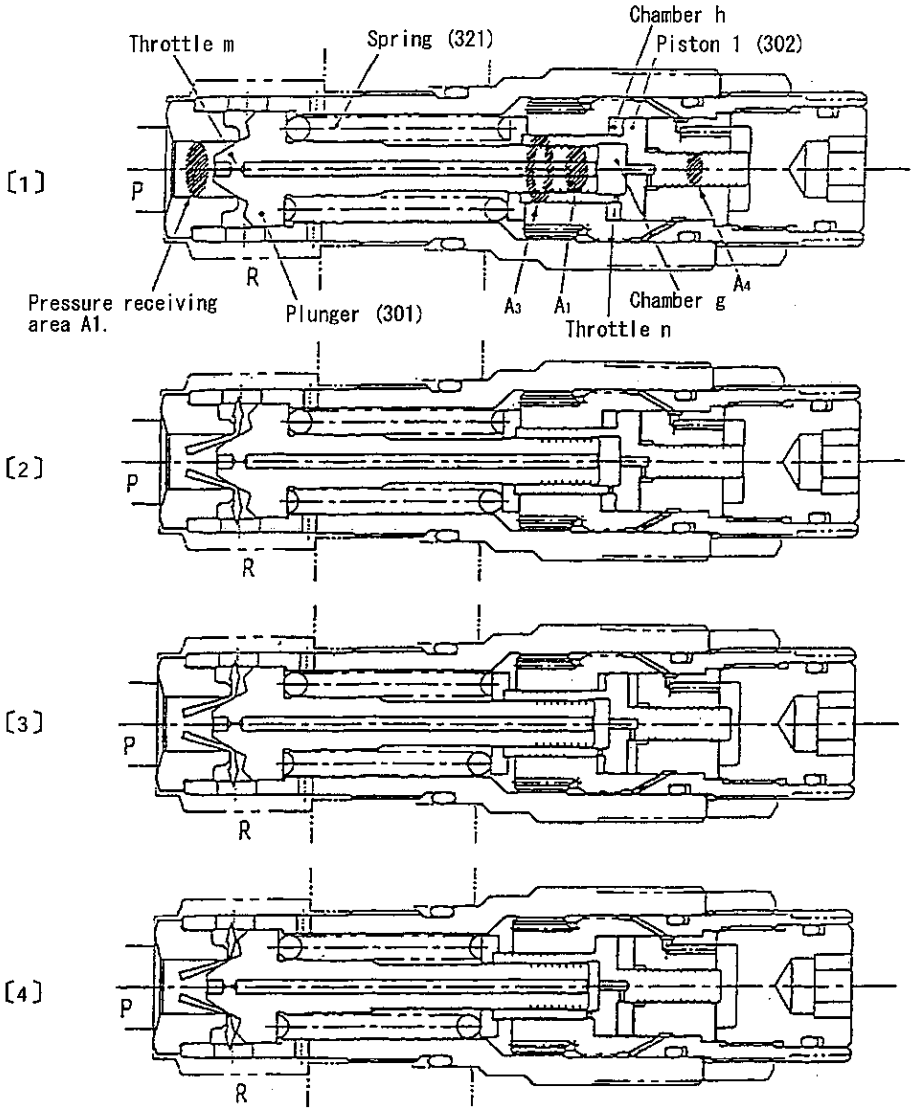

Fig.1 Explanatory drawing of relief valve operation
Following explanation is in case port P is pressurized from tank pressure.Ports P and R are in the same pressure as in the tank initially, which is in the position as shown in the following figure 1. Since the oil pressure set by the product of plunger (301) pressure receiving space A1 and pressure P and the oil pressure set by the spring (321) load Fsp plus force of the product of plunger (301) pressure receiving space A2 and pressure Pg in chamber g are balanced, relief valve starts to operate.Later, pressure in the chamber g increases and piston 1 (302) starts to stroke. With this movement, load for the spring (321) increases. Because of this movement, increase of the relief pressure P is restricted from P1 to P5 within the increasing time t1.
When port P is not pressurized, the pressure in chamber g decreases until the tank pressure together with the port P pressure. Owing to this operation, plunger (301), which is being open, moves to the left and is seated to seat (341). At the same time, piston 1 (302) is also moved to the right by spring (321) and returns to the position ..0shown in figure 1.
(FIGURE 1)
When the inertial load movement comes to a stop (Point Y in Fig. 1), the brake pressure (P) will be affected to decrease the pressure. When P is less than Ps, spool (2) is moved towards the right (Return side) by spring (3).
Thus the pressures on Port AM and Port BM suddenly equalize (Point Z in Fig. 1) and prevent the reversal rotation of the swing motor caused by the pressure trapped at Port AM.